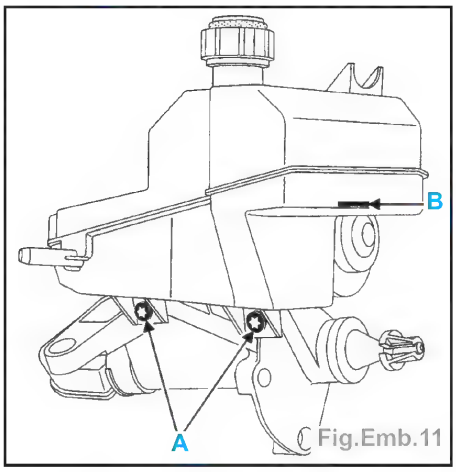

Fig.Emb.11
- déposer les 2 vis de fixation du réservoir (A) (Fig.Emb.11),